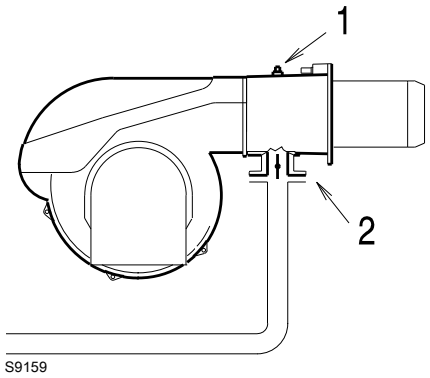

图 37
在测试点 1）（图 37）处测得的燃气压力，其中：
• 燃气蝶阀全开 （90°），如图 37 所示；
燃气蝶阀 2)（图 37)处压力损失，此时燃气蝶阀开启至最大：90°
– 用在测试点 1)（图 37) 处测得的燃气压力减去炉膛背压。
测试点 1)（图 37) 的燃气压力 = 12.4 mbar
计算测试点 1)（图 37) 处所需燃气压力，将燃烧器以最大比调出力运行：
– 读出右边栏 1 所示测试点 1)（图 37) 处压力。
测试点 1)（图 37) 所需的压力。